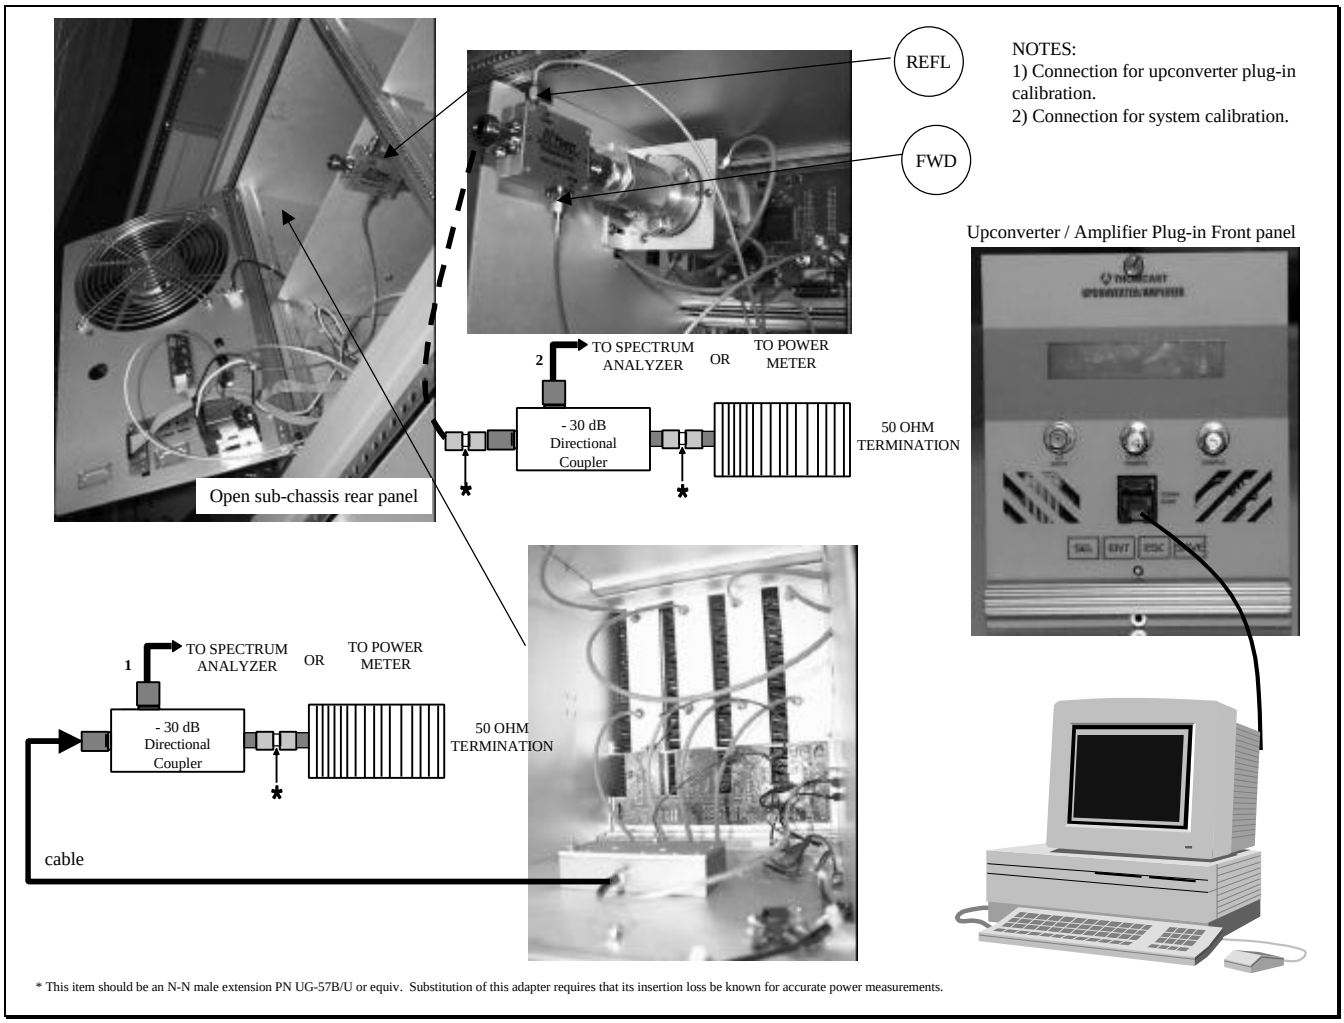

Figure 1: Calibration interconnections.
1) Make connections as depicted in Figure 1 note 2.